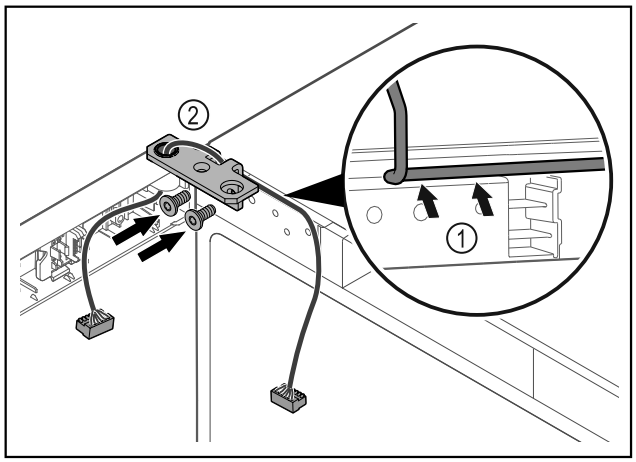

Fig. 40
▶ Feed the cable through the recess in the hinge and lay it carefully *Fig. 40 (1)*.
▶ Screw on the hinge *Fig. 40 (2)*.